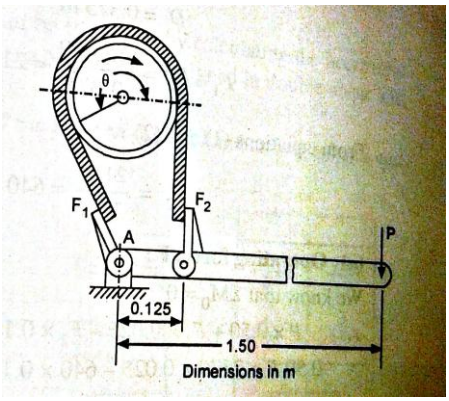

Figure 1
Q.4 **(a)** A simple band brake as shown in figure1. The brake drum is 0.75m in diameter and is fitted with a steel band 4 mm thick lined with brake lining having a co-efficient of friction of 0.25 when not sliding. The arc of contact is 245^0. This brake drum is attached to a 0.60 m hoisting drum that sustains a rope load of 8200 N. The operating force has a moment arm of 1.5 mm and the band is attached 0.125 m from the pivot point. **07**